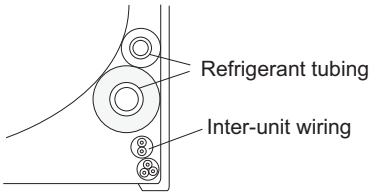

Fig. 2-235
(3) Install the indoor unit on the rear panel.
(4) Connect the tubing and wiring led inside from outdoors.
(5) After completing a leak test, bundle the tubing together with armoring tape and store it inside the tubing storage area at the back of the indoor unit and hold it with clamps. (Fig. 2-235)